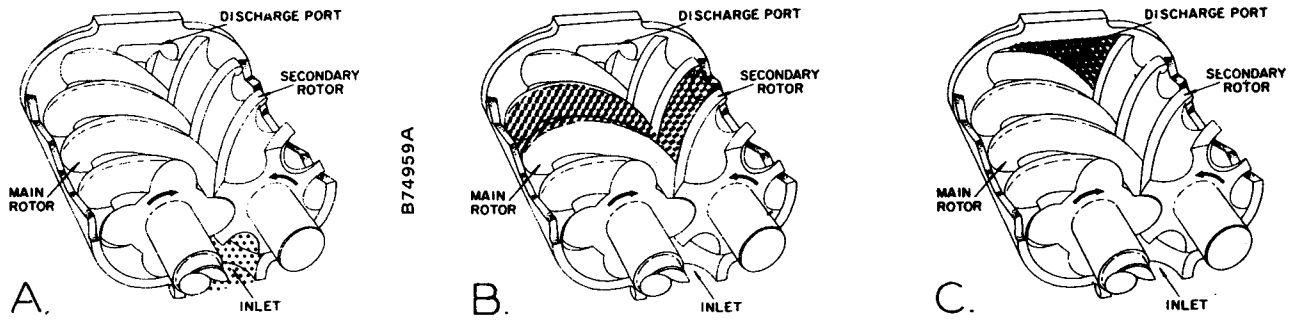

FIGURE 1-1. – COMPRESSION CYCLE
COMPRESSION PRINCIPLE (Figure 1-1) – Compression is accomplished by the main and secondary rotors synchronously meshing in a one-piece cylinder. The main rotor has four (4) helical lobes 90° apart. The secondary rotor has six (6) matching helical grooves 60° apart to allow meshing with main rotor lobes.
The air inlet port is located on top of the compressor cylinder near the drive shaft end. The discharge port is near the bottom at the opposite end of the compressor cylinder. *Figure 1-1 is an inverted view to show inlet and discharge ports.* **The compression cycle** begins as rotors unmesh at the inlet port and air is drawn into the cavity between the main rotor lobes and the secondary rotor grooves (A). When the rotors pass the inlet port cutoff, air is trapped in the interlobe cavity and flows axially with the meshing rotors (B). As meshing continues, more of the main rotor lobe enters the secondary rotor groove, normal volume is reduced and pressure increases. Oil is injected into the cylinder by proprietary means to remove the heat of compression and seal internal clearances. The Electra-Saver II utilizes Gardner-Denver's exclusive Intensive Injection System to feed coolant into the compression chamber through dozens of small injection ports. This greatly improves the rate of heat exchange between the air/oil mixture with most of the injection and heat transfer occuring where the air has reached its highest pressure and greatest temperature. Hot spots in the compression cycle are eliminated. Volume reduction and pressure increase continues until the air/oil mixture trapped in the interlobe cavity by the rotors passes the discharge port and is released to the oil reservoir (C). Each rotor cavity follows the same "fill-compress-discharge" cycle in rapid succession to produce a discharge air flow that is continuous, smooth and shock-free.